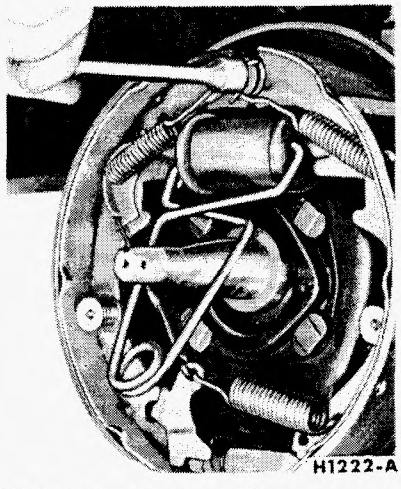
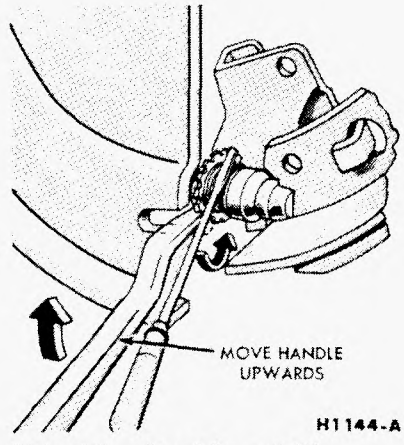

FIG. 24—Retracting Spring Removal—Self-Adjusting
FIG. 25—Backing Off Brake Adjustment
1. Remove the wheel and brake drum and install a clamp over the ends of the brake cylinder (Fig. 24). If the brake drum will not come off, insert a narrow screwdriver through the brake adjusting hole in the carrier plate, and disengage the adjusting lever from the adjusting screw. While thus holding the adjusting lever away from the adjusting screw, back off the adjusting screw with the brake adjusting tool (Fig. 25). **Back off the adjustment only if the drum cannot be removed. Be very careful not to burr, chip, or damage the notches in the adjusting screw; otherwise, the self-adjusting mechanism will not function properly.**
5. Remove the secondary shoe to anchor spring with the tool shown in Fig. 24. With the same tool, remove the primary shoe to anchor spring and unhook the cable anchor. Remove the anchor pin plate (Galaxie and Thunderbird). Remove the tension spring (Thunderbird).
1. With the wheel in a raised position, remove the wheel and brake drum. Place a clamp over the ends of the brake cylinder (Fig. 24).